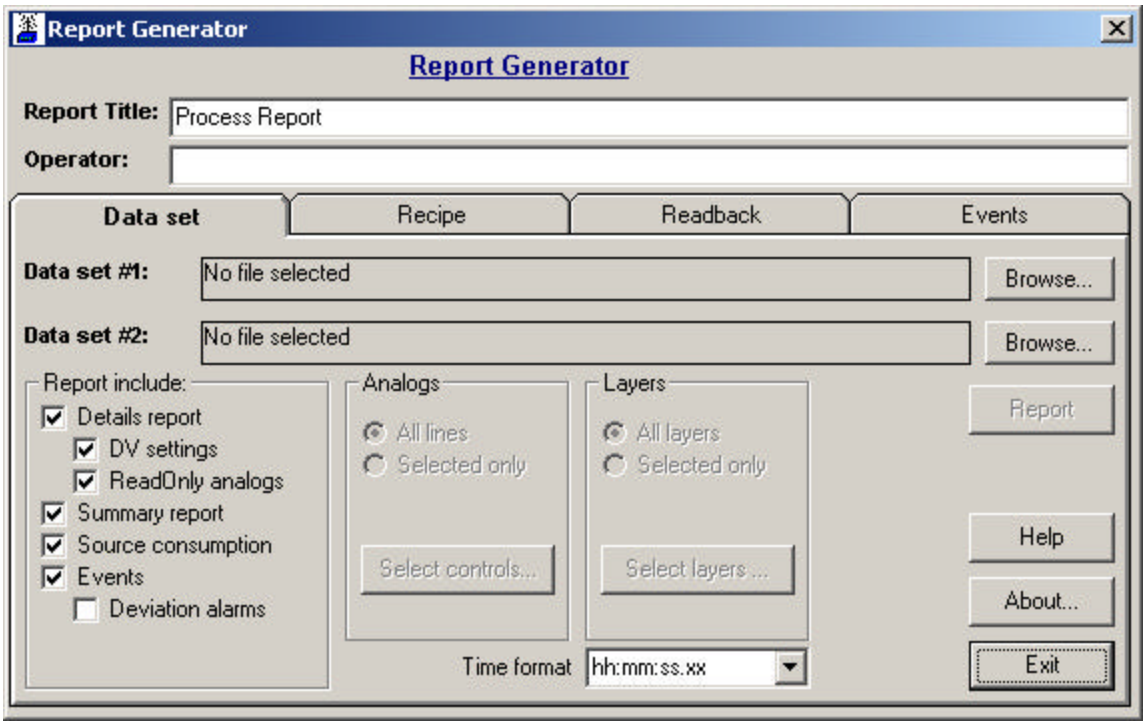

Figure 18.1. Report Generator Window
18.1.1 To generate a report, click on the **Report** button on the EpiVIEW Main Menu bar. This will open the *Report Generator* window (Figure 18.1).
Recipe compare can be accessed by starting the ReportPlus and clicking on the **Recipe** tab. Please refer to Figure 18.1 and the procedure below for details: